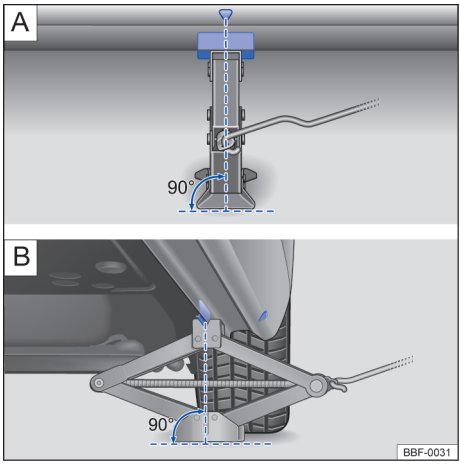

Fig. 192 Pontos de apoio do macaco e macaco posicionado no lado esquerdo traseiro do veículo. ▶
10. Garantir que a base do macaco, com toda sua superfície, esteja sobre o chão e que a base se encontre perpendicularmente abaixo do ponto de colocação → Fig. 192 A e B.
11. Alinhar o macaco e, simultaneamente, levantar a garra do macaco até ela se encaixar na travessa debaixo do veículo → Fig. 192.
- Posicionar o macaco somente nos pontos indicados. A garra do macaco deve se encaixar no perfil da longarina de forma segura → Fig. 192.